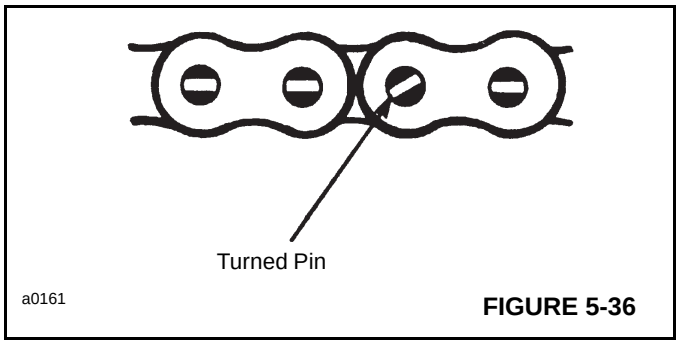

FIGURE 5-36
d. The pin head rivets should be examined to determine if the V-flats are still in the correct alignment. Chain with rotated or displaced heads or abnormal protrusion (Figure 5-36) should be replaced immediately.